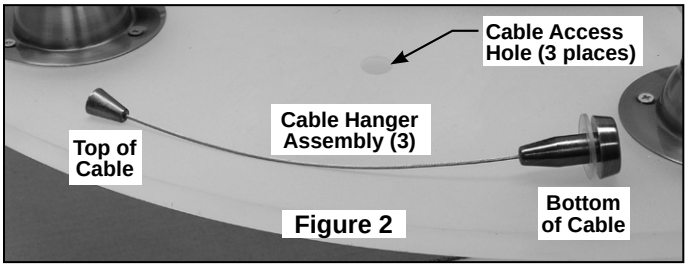

Figure 2
2. Route the top of Cable Hanger through each hole on underside of the acrylic disc. (Figures 2 & 3)